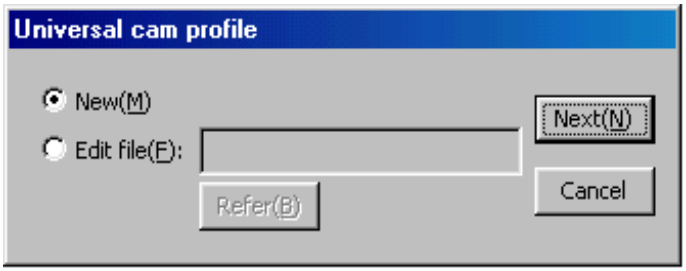

Figure 7.49 "Universal cam profile" dialog box
(1) Creating a universal cam
Click *"Universal cam (P)"* in the "Cam Profile Menu" dialog box to display the Universal cam profile dialog box (see Figure 7.49).
1) Select *"Edit file"* in the "Universal cam profile" dialog box shown in Figure 7.49.
2) Enter the file name of a universal cam profile (extension .unv) in the file name input text field. If you are not sure about the accurate file path and name, click *"Browse (R)."*
3) Select a file and click *"Open (O)."*
4) Click *"Next (N)"* to return to the "Universal cam profile" dialog box.